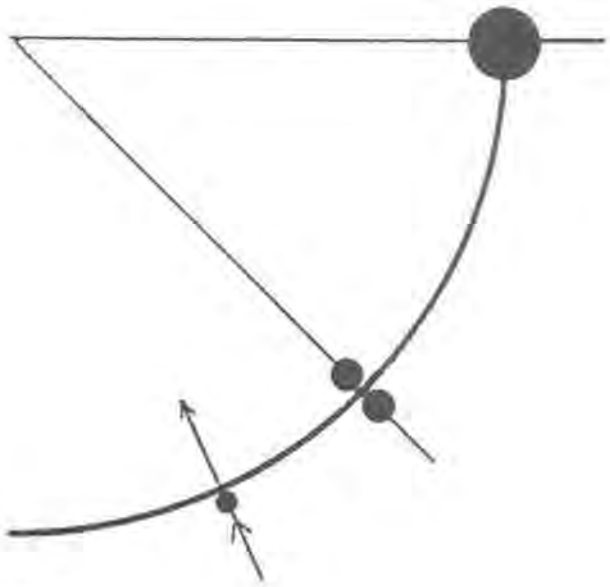

Figure 8
1. With a fine hairspring tool, touch in on the overcoil toward the balance staff outside the regulator pins. (See Figure 8.)